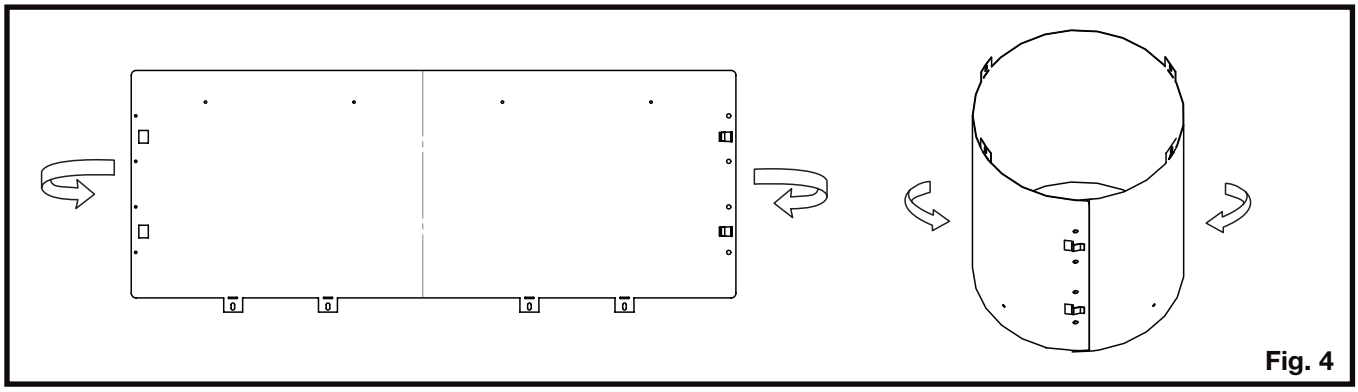

Fig. 4
4. Enlevez la douille d'évent comme illustré et assurez-vous de fixer les extrémités ensemble **(Figure 4)**.